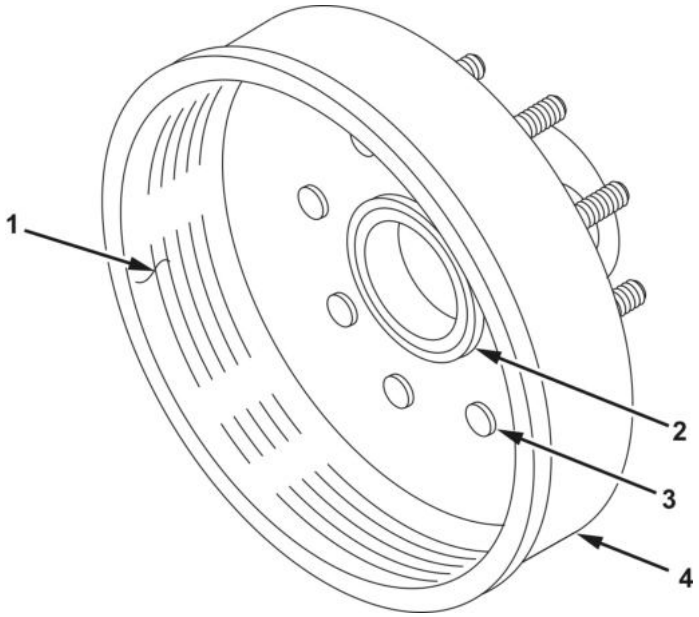

Figure 2. Brakedrum Inspection.
6. Inspect grease seal (Figure 2, Item 2) for signs of leakage. Replace if defective (WP 0046).
7. Inspect braking surface (Figure 2, Item 1) for cracks, heat checking, and scoring. Discard brakedrum if braking surface is damaged.
8. Inspect eight studs and stud holes (Figure 2, Item 3) for damage and cracks. Discard and replace studs if defective (WP 0046). Discard brakedrum if cracks or medium to heavy scoring are present.
9. Inspect braking surface (Figure 2, Item 1) for out-of-round condition. Discard brakedrum if out-of-round.
10. Measure inside diameter of brakedrum (Figure 2, Item 4). Discard brakedrum if inside diameter exceeds 12.09 in. (30.7 cm).